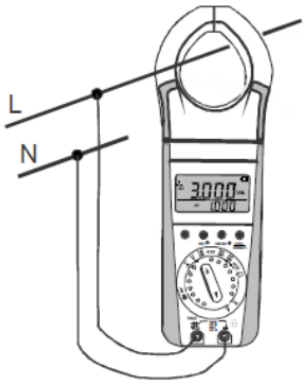

Fig. 10.2 · 1P2W
10. Enfaseffekt. Välj 2W (fas och neutralledare). Anslut spänningsledningarna och placera tången enligt textens hänvisning till fig. 10.1. Kopplingsschemat är märkt fig. 10.2 på sidan 25. Välj AC eller DC med den gula funktionstangenten.